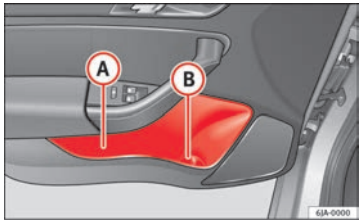

Fig. 94 Storage compartment in door trim
There is a bottle carrier in part (B) ⇒ Fig. 94 of the storage compartment in the front door.
Only use part (A) ⇒ Fig. 94 of the compartment in the front door to store objects that do not protrude from it so as not the limit the deployment area of the side airbags.